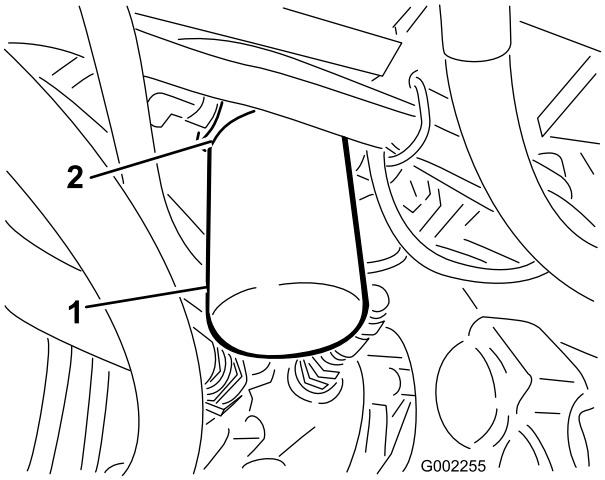

Figur 59
2. Rengør det område, hvor filteret monteres (Figur 59).
4. Fjern filteret (Figur 59).
5. Smør den nye filterpakning (Figur 59).